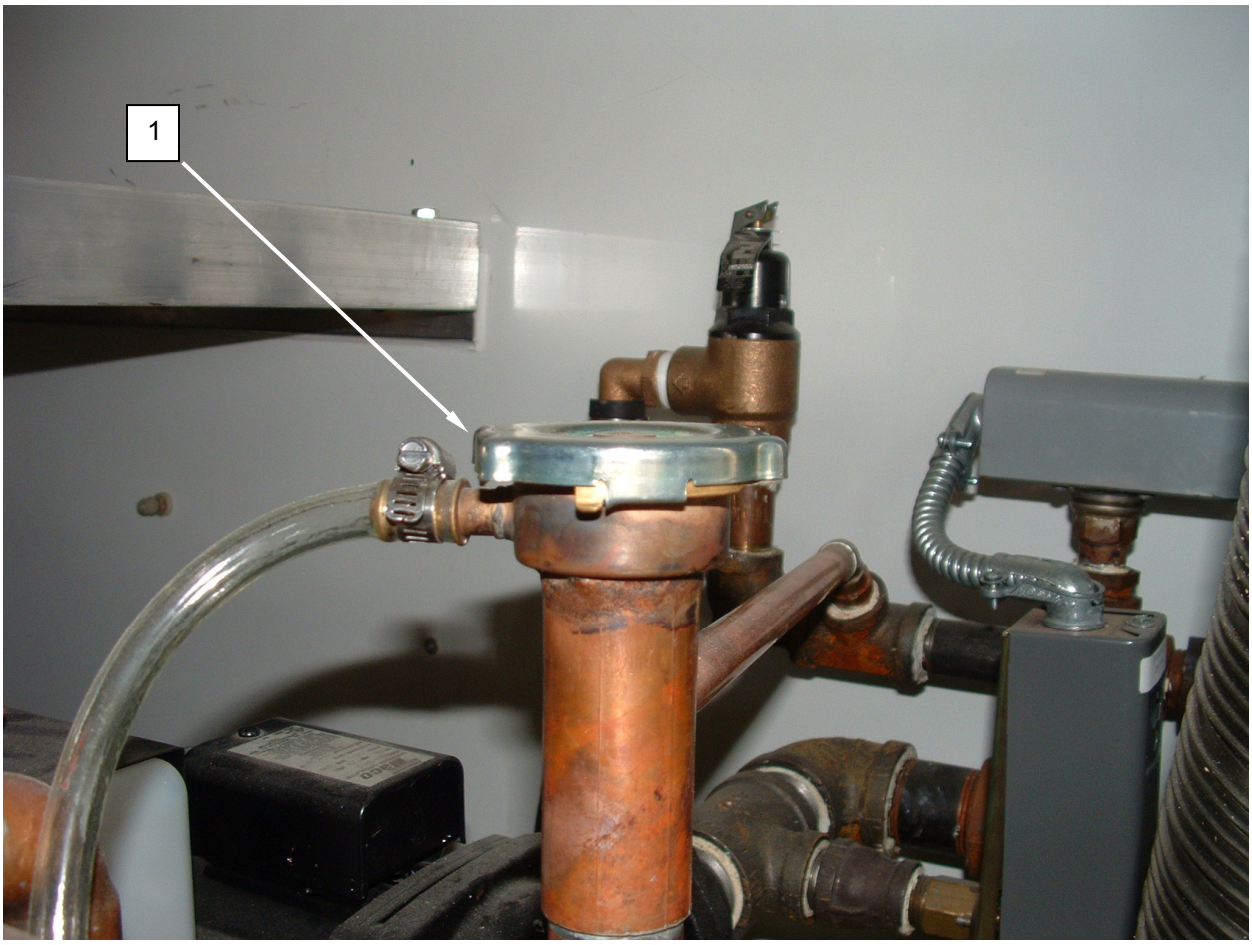

Figure 1. Replace the Pressure Regulating Cap.
3. Slowly turn cap **(Figure 1, Item 1)** counterclockwise.
4. Remove cap **(Figure 1, Item 1)**.
5. Install replacement cap **(Figure 1, Item 1)** and turn clockwise until cap is locked.